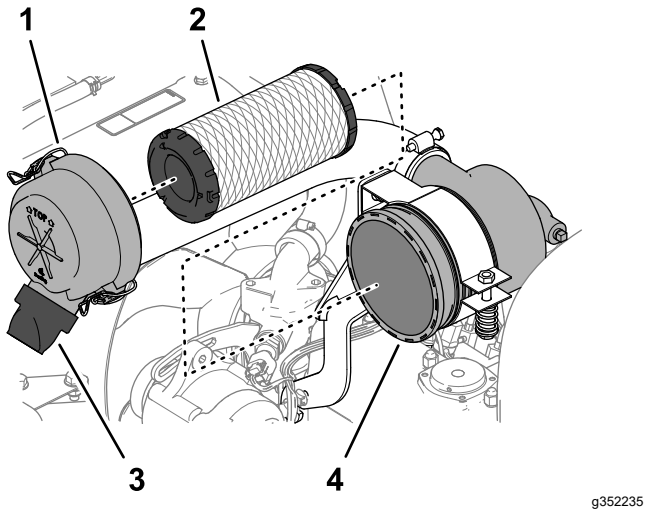

Figuur 67
3. Maak de sluitingen los waarmee het deksel van het luchtfilter is bevestigd aan het luchtfilterhuis (Figuur 67).
6. Verwijder het filterelement (Figuur 67).
7. Verwijder de rubberen uitlaatklep (Figuur 67) van de vuiluitlaat van het luchtfilterdeksel.